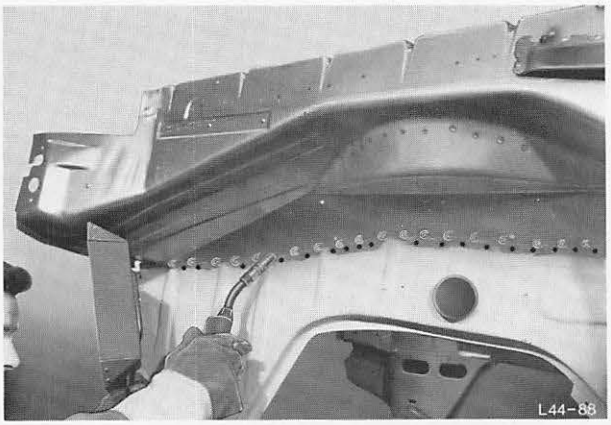

Abb. 84 Stehblech an Längsträger anschweißen
8. Stehblech an Spritzwand und Längsträger anschweißen, Abb. 84.